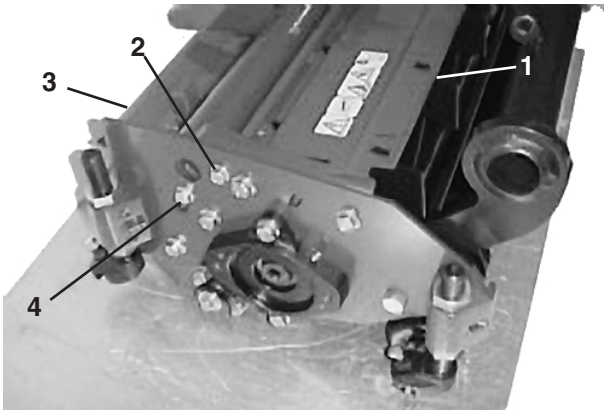

Afbeelding 1
1. Om het achterste scherm te openen (Afb. 1), draait u de tapbout van de flenskop los waarmee het scherm is bevestigd aan de linker zijplaat, draait u het scherm in de open positie en zet u de tapbout vast.